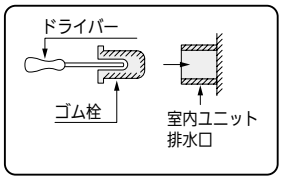

図22
- 左側のゴム栓を取りはずし、右側に付けてください。ドライバーなどで室内ユニット排水口の中に押し込むと簡単に取り付けられます。栓は、室内ユニット排水口にいっぱいまで押し込んでください。（図22）